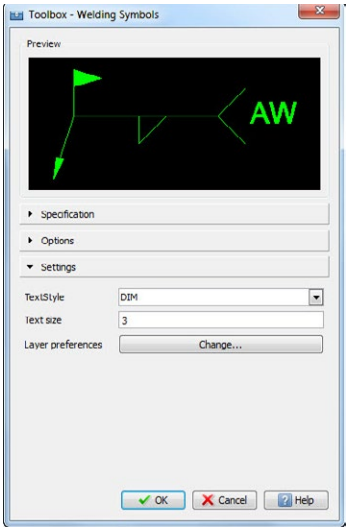

Figure 5-17c
c. **Settings** allow you to change the TextStyle, Text Size, and Layer Preferences.(Figure: 5-17c)